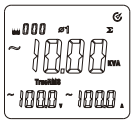

rys. 9-2
* Następnie (patrz rys.9-2), naciśnij przycisk Σ aby zapisać w sumatorzemoc pierwszej fazy.